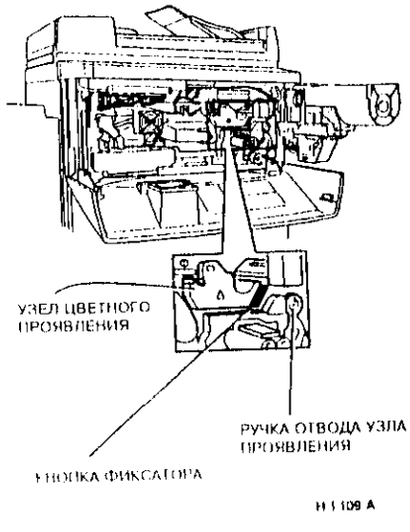

Рисунок 1. Расположение элементов
3. (Рисунок 1) Отведите узлы проявления от фоторецептора, вращая желтую ручку против часовой стрелки.
4. (Рисунок 1) Нажмите на желтую кнопку фиксатора и достаньте узел цветного проявления. Доставая узел проявления, поднимите желтую ручку в верхней его части, чтобы освободить фиксаторы.